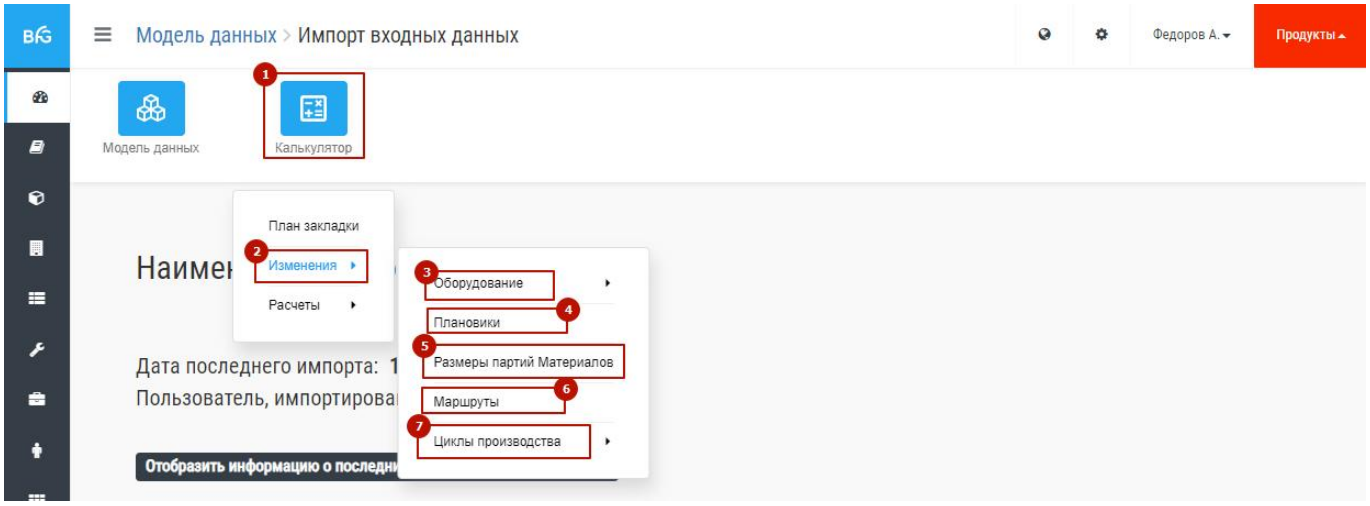

Рис. 41 – Меню изменений
1. Изменение количества оборудования (1 + 2 + 3 на Рис. 41);
2. Изменение по профессиям или по сути изменение коэффициента невыходов и норм выработки (1 + 2 + 4 на Рис. 41);
3. Изменение размера партий материалов (1 + 2 + 5 на Рис. 41);
4. Изменение маршрутов (1 + 2 + 6 на Рис. 41);
5. Изменение циклов производства (1 + 2 + 7 на Рис. 41).
- Выбрать в меню «Калькулятор», «Изменение», «Оборудование» и «Количество» (1 + 2 + 3 на Рис. 41).
- Выбрать в меню «Калькулятор», «Изменение», «Профессии» (1 + 2 + 4 на Рис. 41);